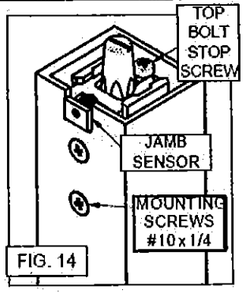

FIG. 14
13. Secure top latch (Fig. 14) assembly